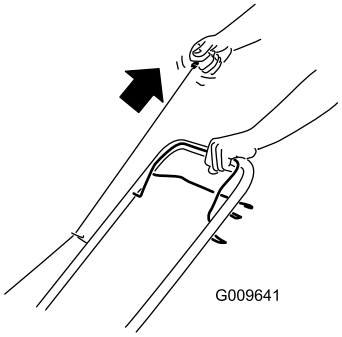

Figur 12
3. Trekk i tilbakespolingshåndtaket (Figur 12).